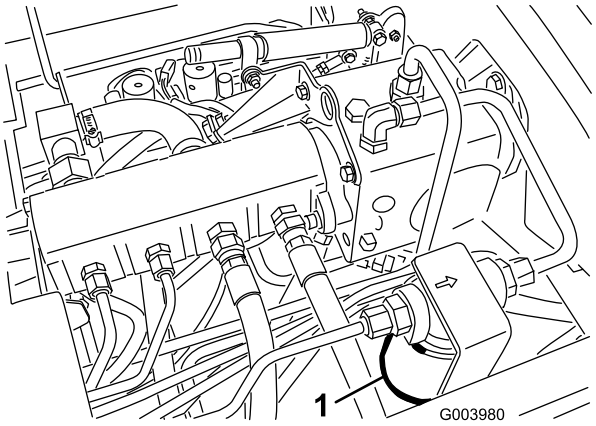
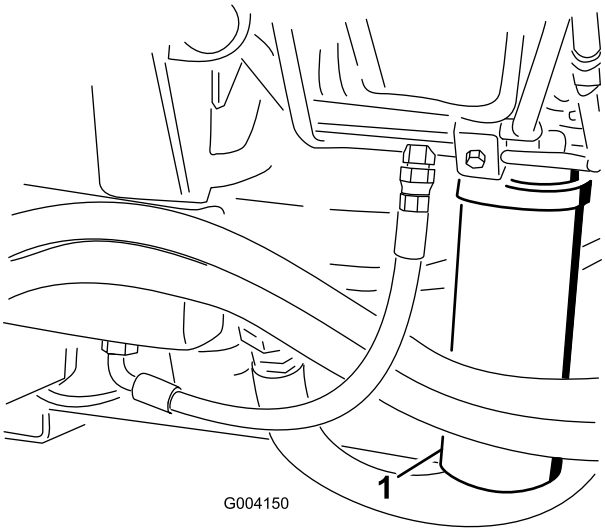

Figur 69
Figur 70
2. Rengør området rundt om filtermonteringsområdet, og sæt en bakke under filteret (Figur 69) og (Figur 70).